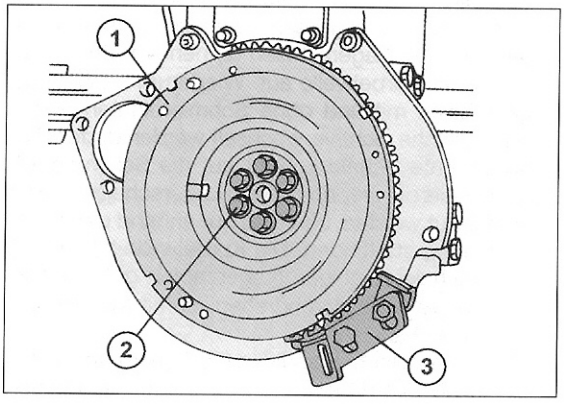

Bild 58
- Die Anlagefläche für das Schwungrad an der Kurbelwelle mit Dichtungsmasse einschmieren (nur 2.5-Liter-Motor) und das Schwungrad ansetzen. Falls vorhanden, muss man die in Bild 58 gezeigten Kennzeichnungen ausrichten, um das Schwungrad in die richtige Stellung zu bringen. Immer neue Schrauben verwenden. Die Schrauben gleichmäßig ringsherum mit 30 Nm anziehen und aus der Endstellung um weitere 90° im Winkelanzug nachziehen.